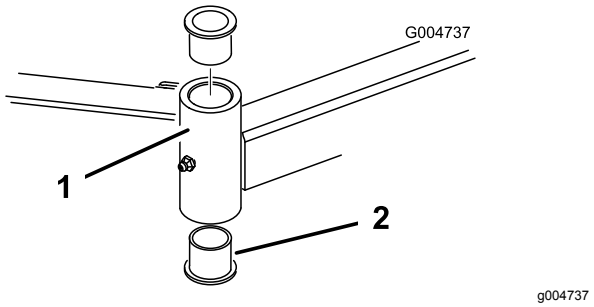

Figuur 84
4. Sla een drevel in de boven- of onderkant van de bevestigingsbuis en tik de lagerbus uit de buis (Figuur 84).